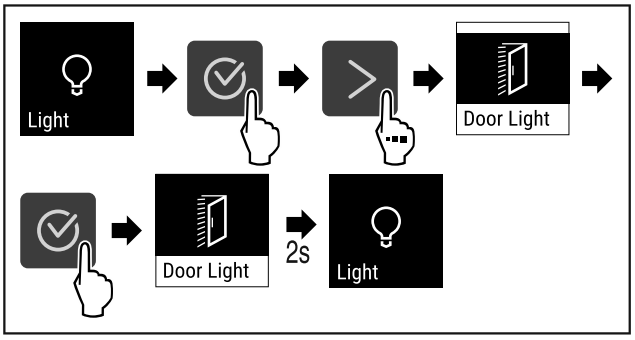

Fig. 70
▶ Suivre les étapes (voir Fig. 70) .